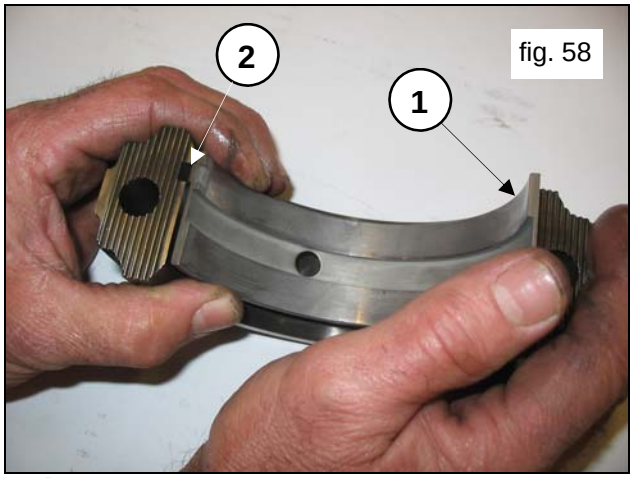

fig. 58
Apply the lower split bearings to the caps, (pos.①, fig.58) being sure that the split bearings' reference key is positioned in the appropriate seat on the cap (pos.②, fig.58).